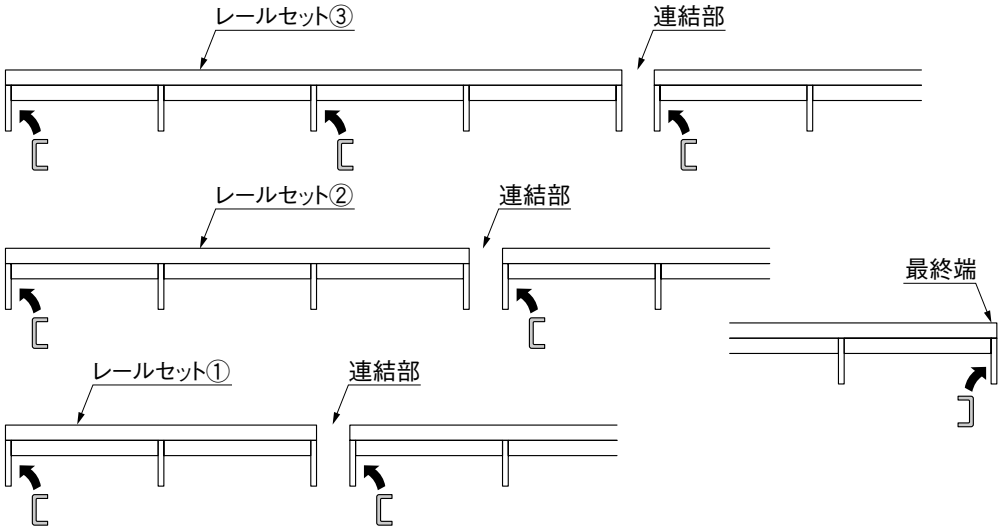

図3-4　幅木の配置
- レール幅木の本数は各レール脚の数より少なくなっています。図3-4を参考にレール幅木を取付けてください。